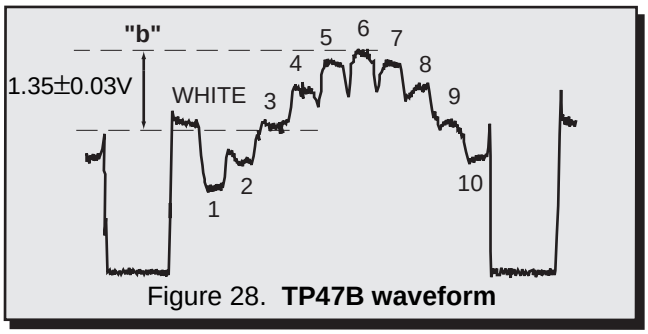

Figure 28. **TP47B waveform**
8. In Serviceman Mode adjust “B-Y G” data so that the amplitude “b” is 1.35±0.03V. (See Fig. 28)